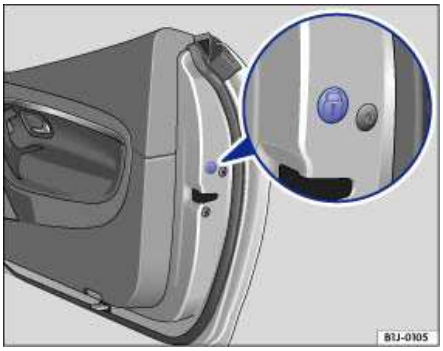

Fig. 165 On the front side of the passenger door: Emergency lock, covered by a rubber seal.
- Remove the rubber seal on the front side of the door. The seal is marked with a lock ⇒ fig. 165.